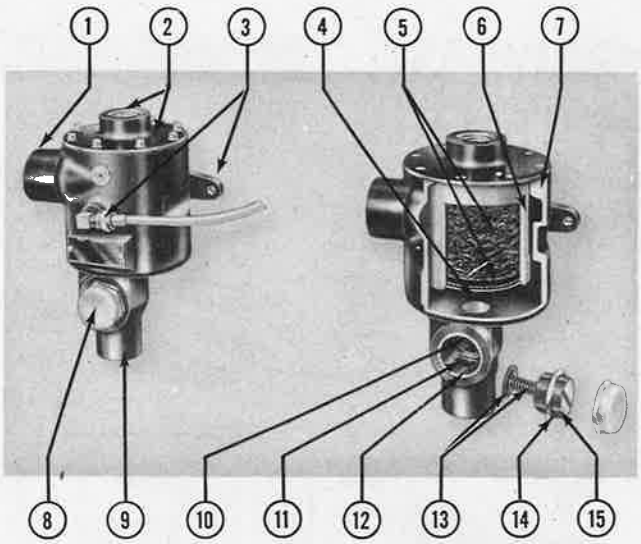

Figure 558—Air Filter (Oil Separator) and Filter (Cutaway View)
(f) AIR FILTER. *(See figure 558.)*
The filter is in reality an oil separator. Air from the distributor valve control unit enters the side inlet port of the filter. Centrifugal force whirls the air about the filter bowl, separating the oil from the air, and leaving the oil deposited on the sides of the bowl. The air then flows through a screen at the bottom of a cartridge containing a copper and wool filament. It continues through the cartridge, through a similar screen at the top, and out the outlet port at the top of the filter. The oil drains from the bowl through a vent (4, figure 558) at the bottom of the bowl. It continues through a second vent seating the pressure relief valve and a third vent housing the valve, and drains through the vent throat. On the center face of the filter is a connection for the line to the gage.
(See 13, 14 and 15, figure 558.)
1. DESCRIPTION.—This valve regulates the pressure in the system. Correct setting is 8 psi. Within the valve housing beneath the filter bowl, the heavy disc-type valve is seated over a vent (10, figure 558) parallel with the axis of the filter and vent (9, figure 558) throat. Beneath and at right angles to the vent is another vent (11, figure 558). When the disc is tight against the upper vent it shuts off the lower one, eliminating the escape of air. As the disc withdraws from the upper vent, it opens the lower vent to the upper one, allowing air to escape through the lower one. The valve consists of a disc with an extended guide shaft, and an adjustable regulator screw, screwing in and out of the valve housing. A spring encircles the extended guide shaft and extends from the disc to the screw. In the regulator screw is a slot for the insertion of a screw driver to turn the screw to set the spring at the desired tension. The more air pressure applied to the disc, the more the spring depresses, allowing the disc to back up against the regulator screw and open up a larger section of the lower vent for air to escape. Screwing over the regulator screw is a lock nut to set and hold the regulator screw at a given position for a constant air pressure. When the regulator screw is turned clockwise, the tension on the disc increases, requiring a higher pressure to unseat it. When it is turned counterclockwise, the tension decreases and the valve opens at a lower pressure, resulting in the operation of the system at a lower pressure. A cap to keep out dust screws on the regulator screw against the lock nut.